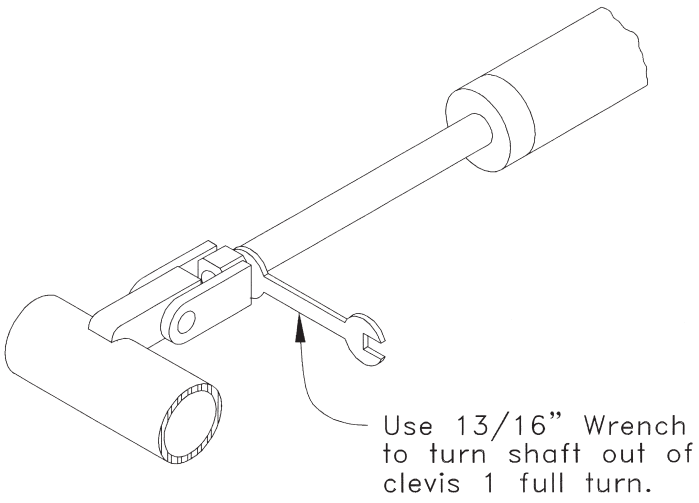

Fig. 15
Step 17 Hold the cylinder clevis end up to the lug on the lift arm and with a 13/16" wrench turn the cylinder shaft until the holes line up. Install the pins and retaining rings. See figure 15. Check platform to determine if it is level with the truck bed. Adjust cylinder with a 13/16" wrench to reach the necessary height. After the platform has been leveled with the bed, turn the cylinder shaft into clevis one turn and tighten the set screw.